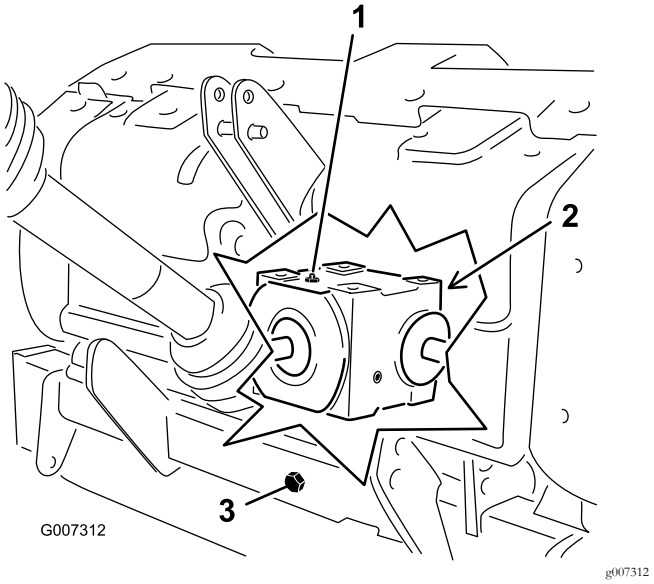

**Figur 31**
2. Tag kontrolproppen af gearkassen (Figur 31).
3. Sørg for, at oliestanden når op til bunden af kontrolprophullet i gearkassen (Figur 31).
1. Fjern snavs fra påfyldningsproppen og aftapningsdækslet for at undgå kontaminering (Figur 31).